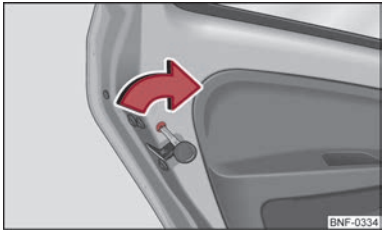

Fig. 9 Child safety locks on the rear doors
– Turn the slot of the lock on the left-hand door clockwise ⇒ Fig. 9 do the same anti-clockwise on the right-hand door.